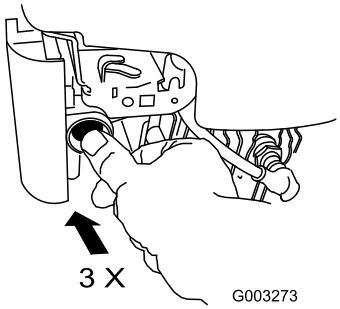

Figur 16
1. Snapsa genom att trycka in knappen ordentligt med tummen tre gånger, och hålla in knappen en sekund vid varje tryckning innan du släpper den igen (Figur 16).